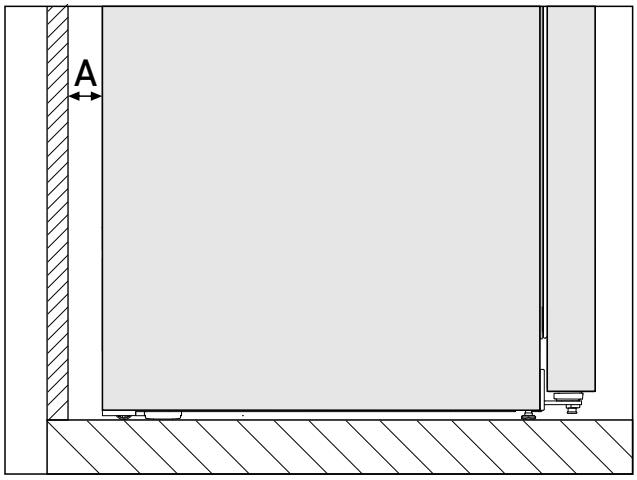

Fig. 3 *
Потребление электроэнергии определено при расстоянии *Fig. 3 (A)* между задней стенкой устройства и стеной помещения. Если расстояние до стены меньше *Fig. 3 (A)*, это никак не влияет на функционирование устройства. При меньшем расстоянии до стены возможно незначительное повышение потребления электроэнергии и образование конденсата на задней стенке устройства.*